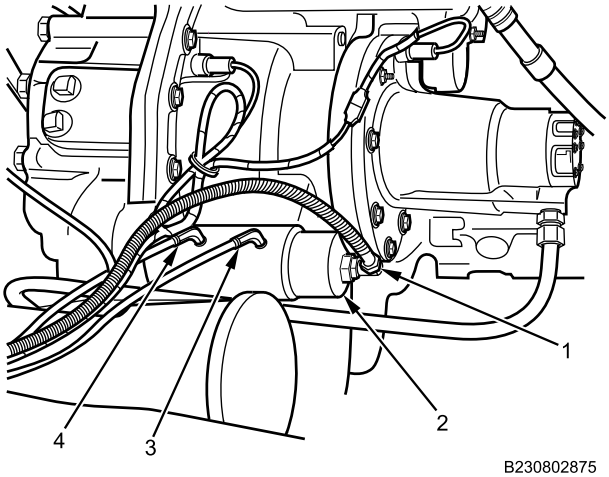

Figure 3. Two-Speed Shift Cylinder Air Line Connections.
4. Disconnect PURPLE air line (Figure 3, Item 1) from low range port of two-speed shift cylinder (Figure 3, Item 2) on transfer case.
5. Disconnect BLACK air line (Figure 3, Item 3) from neutral port of two-speed shift cylinder (Figure 3, Item 2) on transfer case.
6. Disconnect WHITE air line (Figure 3, Item 4) from high range port of two-speed shift cylinder (Figure 3, Item 2) on transfer case.